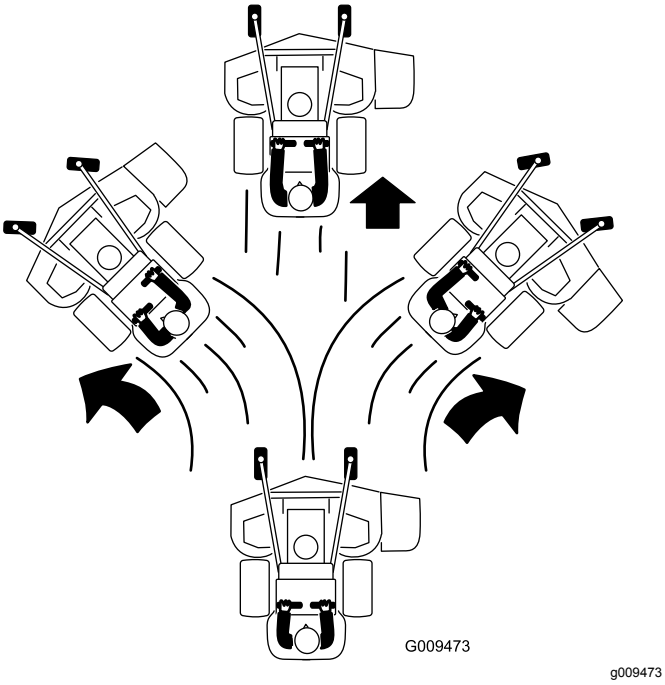

Rysunek 19
4. Powoli przesuń dźwignie sterowania do przodu (Rysunek 19).